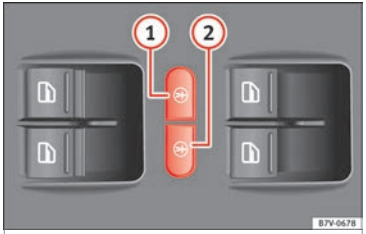

Fig. 51 In the driver door: electric child safety locks buttons
The electric child safety lock avoids opening and locking of the sliding door and its electric windows from the inside so that children cannot accidentally open the door while the vehicle is being driven. Using the left-hand ››› Fig. 51 (1) or right-hand side (2) button, the childproof lock is activated on the left- or right-hand side respectively.
To switch system on:	Press the button ››› Fig. 51 (1) or (2).